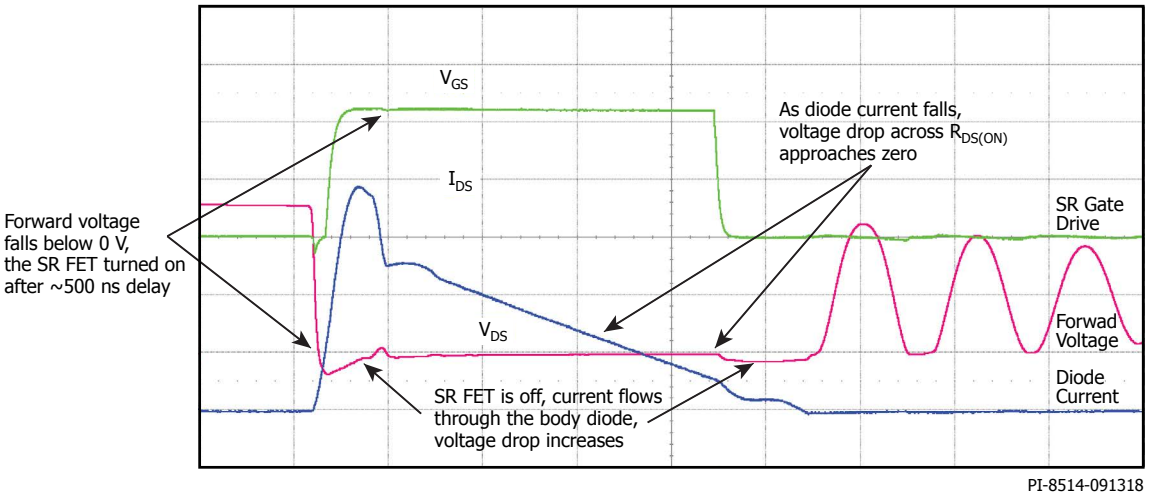

Figure 17. SR FET Turn-ON and Turn-OFF events during DCM Operation.
InnoSwitch3-PD features a built-in synchronous rectifier (SR) driver that enables the use of low-cost low voltage MOSFETs for synchronous rectification and increases system efficiency. Since the SR driver is referenced to the output GND, the SR FET is placed in the return line. GND is the typical threshold that ensures the SR FET will turn off ($V_{SR(TH)}$) at the end of the flyback conduction time. There is a slight delay between the commencement of the flyback cycle and the turn on of the SR FET in order to avoid current shoot through. During SR FET conduction the energy stored in the inductor is transferred to the load, the current will continue to drop until the voltage across the $R_{DS(ON)}$ of the SR FET drops to 0 V. At this point the SYNCHRONOUS RECTIFIER pin will pull the gate low to instantaneously turn off the SR FET. Minimal current will flow through the SR FET body diode during the remainder of the flyback time (see Figure 17). Putting a Schottky diode across the SR FET may increase efficiency by 0.1% – 0.2% depending on the design and SR FET used. In continuous conduction mode (CCM), the SR FET is turned off when a feedback pulse is sent to the primary to demand a switching cycle.